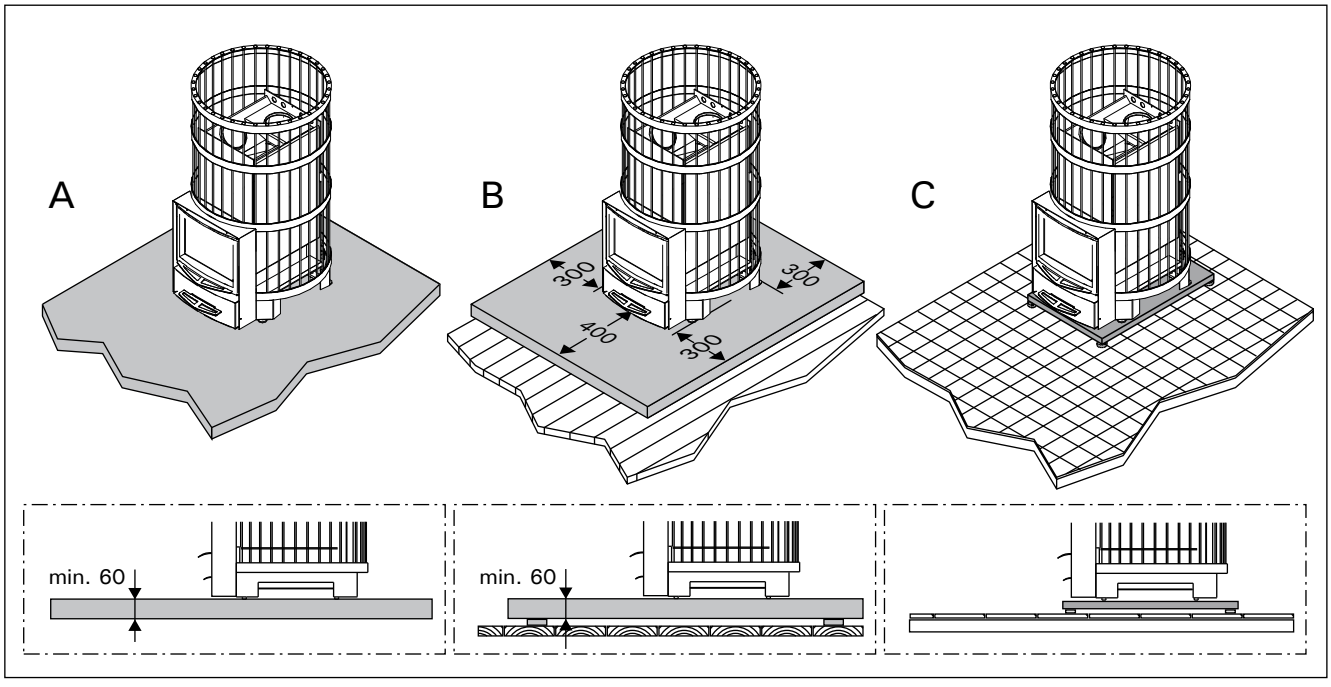

Рисунок 7. Защита пола (все размеры приведены в миллиметрах)
4.1.1. Защита пола (рисунок 7)